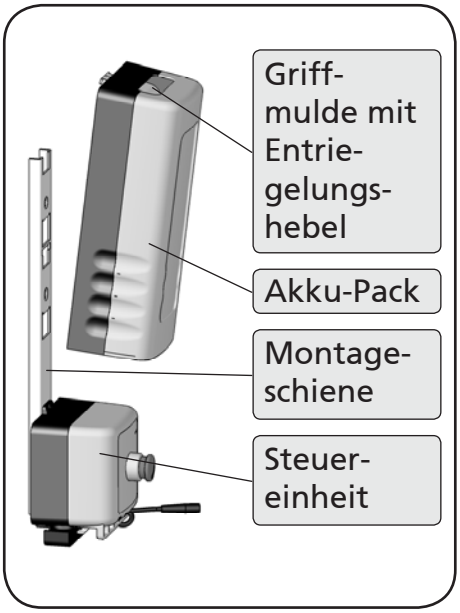

Abbildung 38
1. Greifen Sie von oben in die Griffmulde am Akku-Pack und ziehen Sie mit den Fingern den Entriegelungshebel nach oben (Abbildung 38).
2. Ziehen Sie gleichzeitig den Akku-Pack ein Stück von der Montageschiene weg und dann nach oben aus der Halterung heraus (Abbildung 38).